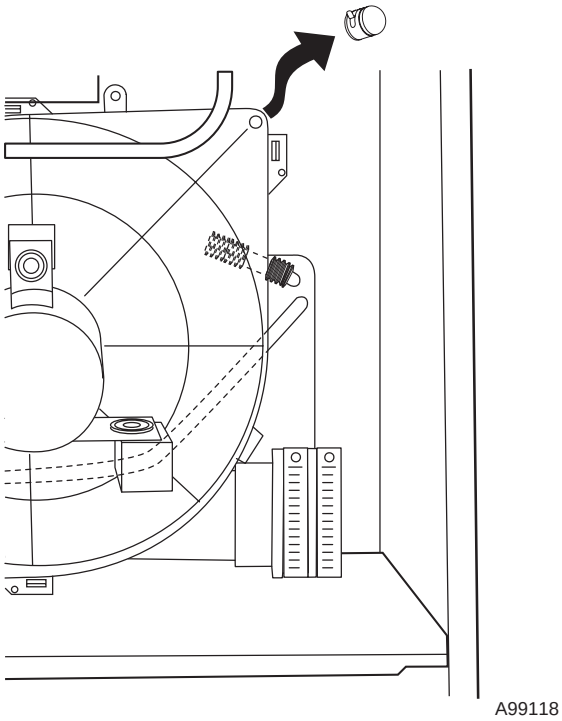

**Fig. 48—Inducer Housing Drain Tube Cap**
1. Remove upper inducer housing drain connection cap. (See Fig. 48.)